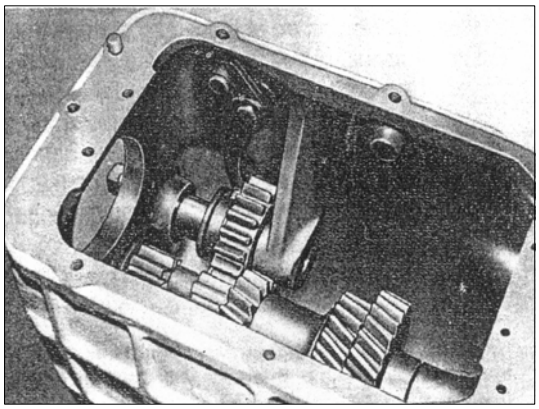

РИС. 237
7) Вставьте промежуточную шестерню заднего хода так, чтобы паз для вилки переключателя смотрел назад картера коробки передач. Смажьте и установите промежуточный вал шестерни заднего хода в картер коробки передач через промежуточное зубчатое колесо заднего хода резьбовым кольцом назад (см. рис. 237).